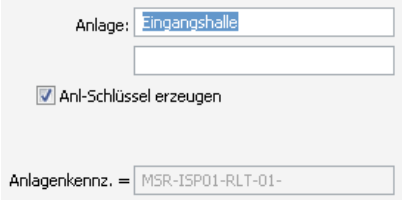

Bild 18.17 – Automatische Berechnung des Anlagenkennzeichnungsschlüssels im Anlagenblatt
- Wechseln Sie zurück zur Rubrik *Allgemein*. Dort sollte das Anlagenkennzeichen nun aus vier Gruppen bestehen, z. B. *MSR-ISP01-RLT-01* (Abb. 18.17)